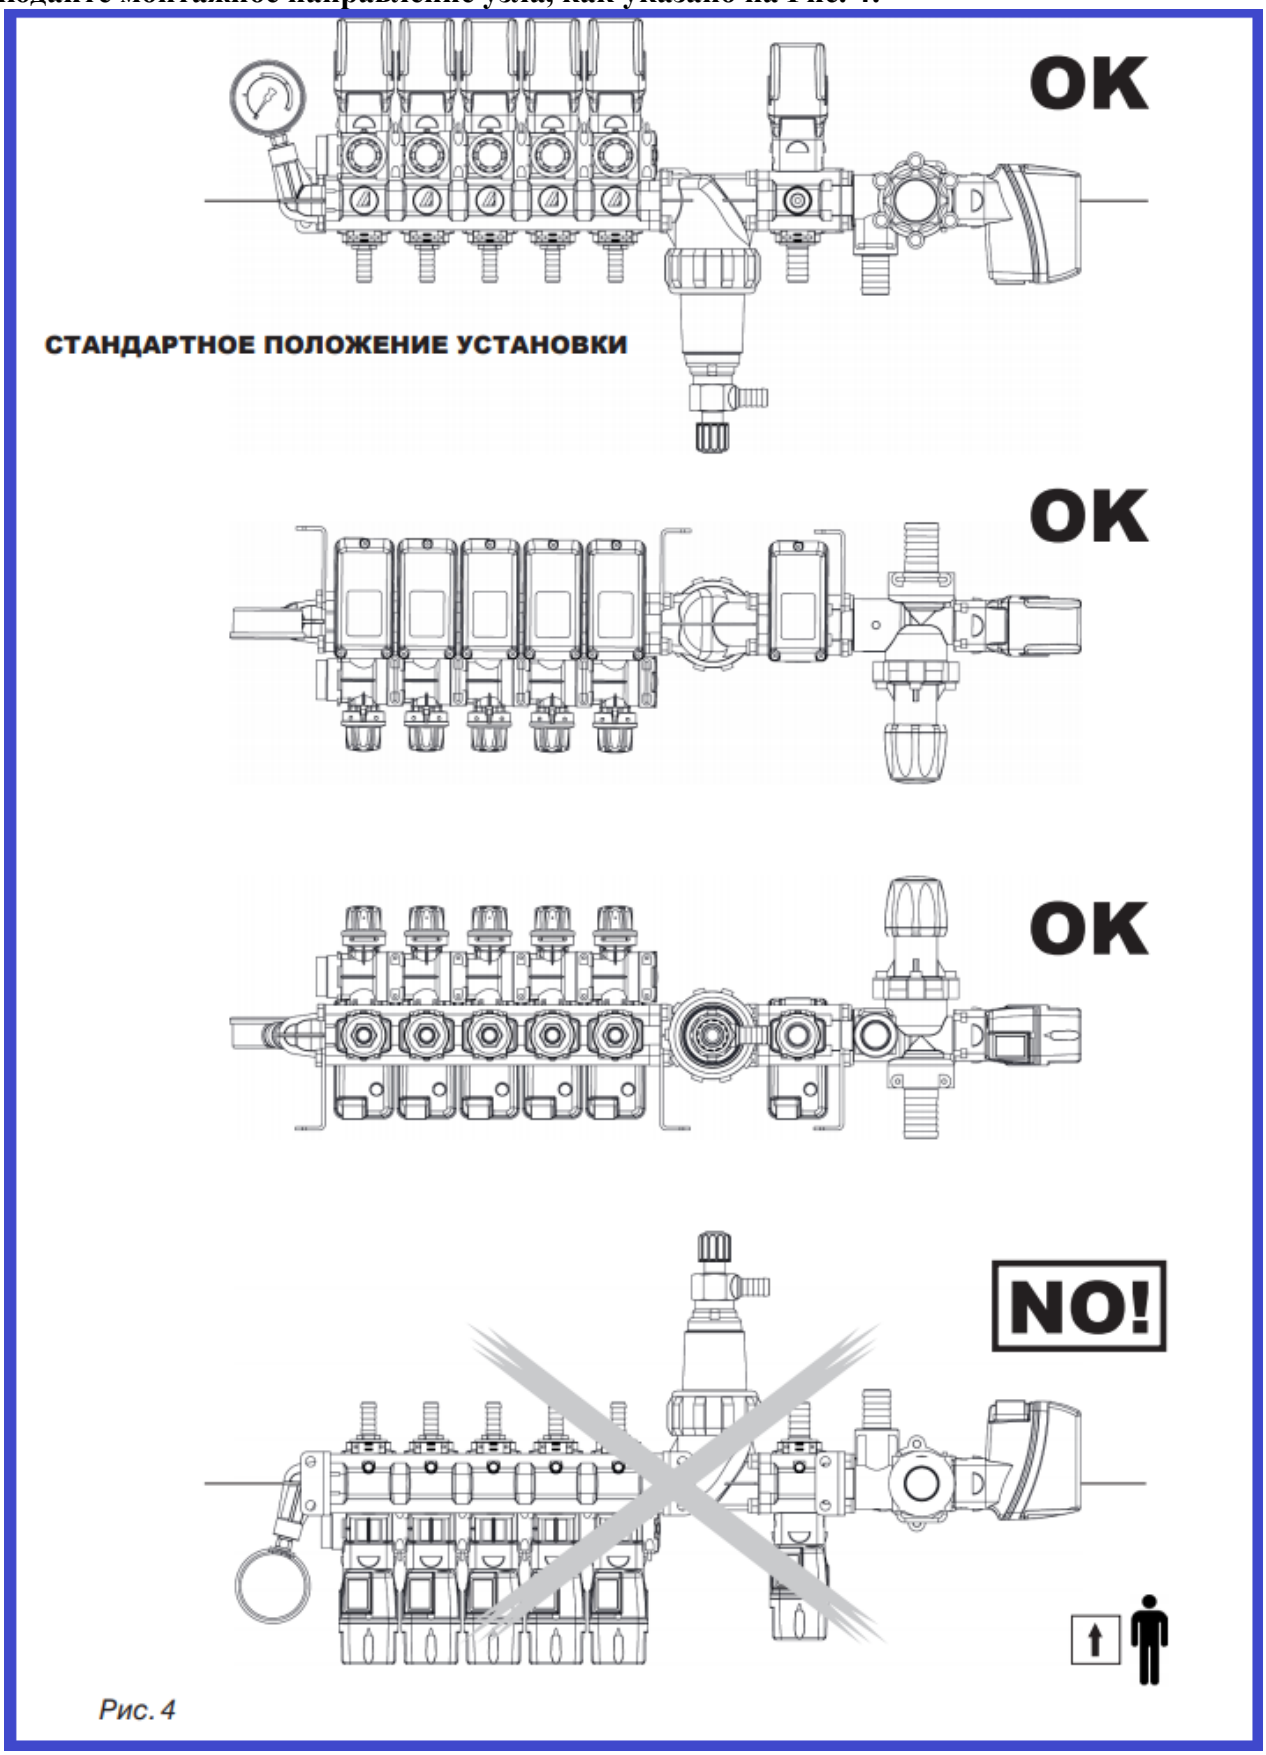

Рис. 4
Соблюдайте монтажное направление узла, как указано на Рис. 4:
• Все указания по установке, регулировке и использованию, которые даются ниже, должны всегда считаться относящимися к стандартному положению установки блока (Рис. 4).